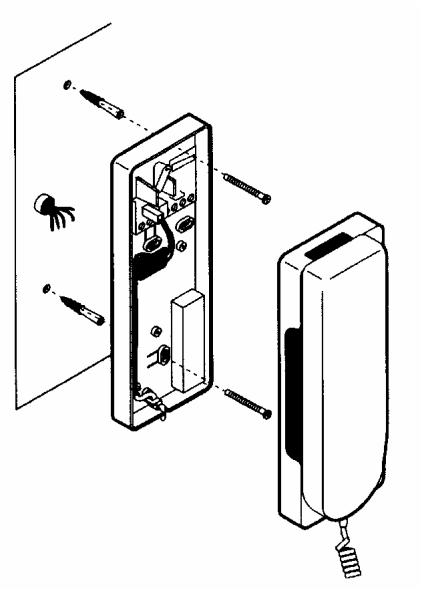

rys. 10
2) Przymocować unifon do ściany przy użyciu 2 kołków rozporowych dostarczonych wraz z unifonem (**rys. 10**).